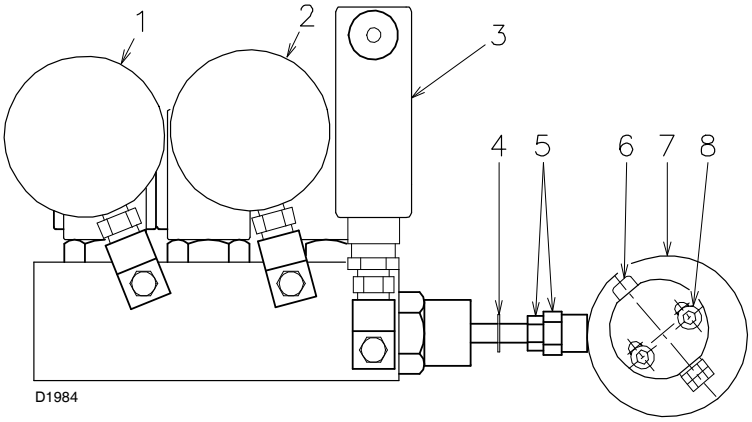
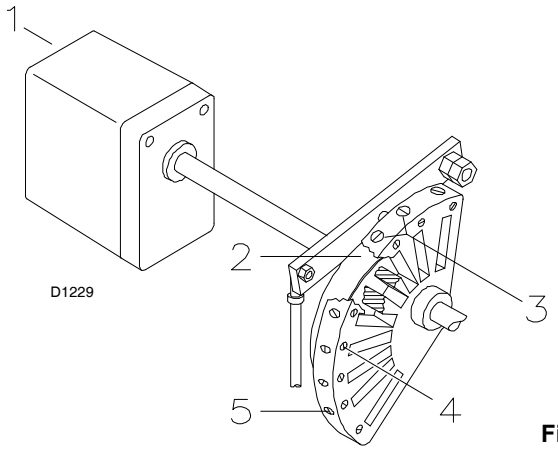

Fig. 24
Fig. 27
The fuel pressure on the nozzle delivery is adjusted on the pressure transformer unit and displayed on the pressure gauge 1)(Fig. 24).
The fuel pressure on the nozzle return is adjusted on the pressure transformer unit and displayed on the pressure gauge 2)(Fig. 24).
The adjustment of the MINIMUM pressure of the fuel on the nozzle return must be carried out solely by means of the nut 5) (Fig. 24); screw down said nut to decrease the pressure and unscrew to increase it.
The adjustment of the MAXIMUM pressure of the fuel on the nozzle return must be carried out solely by means of the eccentric 6) (Fig. 24) screw 7) (Fig. 24); screw down said screw to increase the pressure and unscrew to decrease it.
Adjustment of the air is carried out by means of the screws 3) of the variable profile cam 2)(Fig. 27 page 23) which control the air damper; screw down said screws to increase the air delivery and unscrew to decrease it.
Before firing the burner, make sure that the air and fuel regulation parts are workable; in other words loosen the screws 4) of the cam 2) (Fig. 27), loosen the nut and lock nut 5) (Fig. 24) and the two screws 8) (Fig. 24) of the pressure transformer unit and eccentric (Fig. 24).
Adjust the pressure of the fuel on the nozzle return, **operating solely by means of the nut 5) (Fig. 24)**; the desired pressure for firing and minimum output is set in this manner.
Once maximum opening of the servomotor has been achieved, adjust the pressure of the fuel on the nozzle return again only by means of the screw 6) (Fig. 24) of the eccentric; the desired pressure for maximum output is set in this manner.
Screw down the screw 6) (Fig. 24) only until it corresponds to an increase in pressure; in this way a variation on the whole rotation angle is ensured.
At this point lock the nut and the lock nut 5) (Fig. 24) and the two screws 8) (Fig. 24) of the pressure transformer unit.
Only after having set the minimum and maximum pressure, carry out an accurate setting of the combustion on different positions of modulation operating solely on the setting of the air delivery by means of the screws 3) (Fig. 27) of the cam.
Once the setting of the combustion is complete, lock the screws 4) (Fig. 27) and check ignition once again: noise emission at this stage must be identical to the following stage of operation.If you notice any sign of pulsations, reduce the ignition stage delivery.
- ➤ The proper setting of the eccentric 7) (Fig. 24, page 22) is possible when its operation field follows the servomotor operation field (20° ÷ 130°): so, that every variation of the servomotor position corresponds to a pressure variation.
- ➤ Do not let the piston beat repeatedly: the stop ring 4) (Fig. 24, page 22) determines the max. stroke.